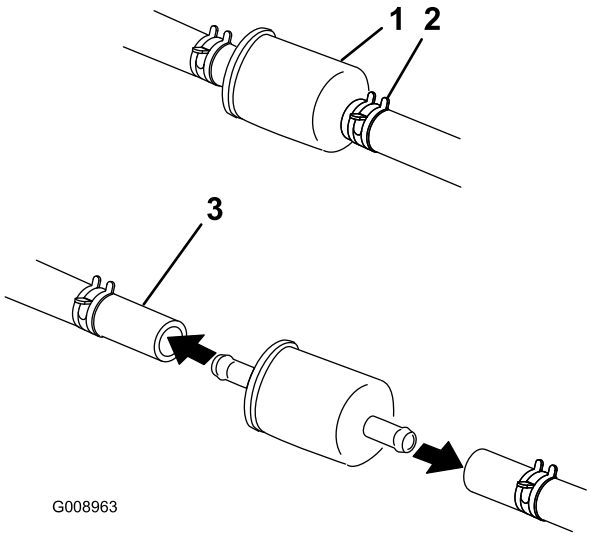

Figur 52
6. Klem sammen endene på slangeklemmene, og skyv dem bort fra filteret (Figur 52).
8. Monter et nytt filter, og skyv slangeklemmene nær opptil filteret (Figur 52).